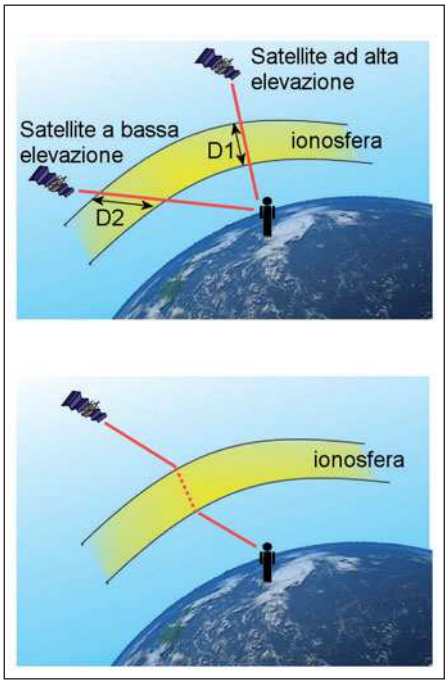

Figura 9: atmosfera.
Il calcolo della posizione si basa su un metodo denominato di posizionamento sferico, che consiste nel misurare il tempo impiegato da un segnale radio a percorrere la distanza satellite-ricevitore **(figura 9)**. Infatti, moltiplicando il tempo di transito del segnale per la velocità del segnale stesso si ottiene la distanza tra il trasmittente ed il ricevitore. Per determinre la posizione del ricevitore GPS è necessario sapere il tempo impiegato dal segnale per giungere al ricevitore stesso; per una posizione 2D è necessario sapere l'informazione di almeno 3 satelliti, per una posizione 3D, invece, di almeno 4 satelliti. Tale procedimento è chiamato trilaterazione. Le possibili cause di errore sulla posizione possono essere le seguenti:
• ritardi di origine atmosferica e ionosferica **(figura 9)**: il segnale GPS attraversando l'atmosfera può subire un rallentamento, con un effetto simile alla luce che si rifrange attraverso un blocco di vetro. La ionosfera non causa un ritardo costante del segnale, ma esistono vari fattori che contribuiscono ad influenzare l'effetto (elevazione del satellite, densità della ionosfera);